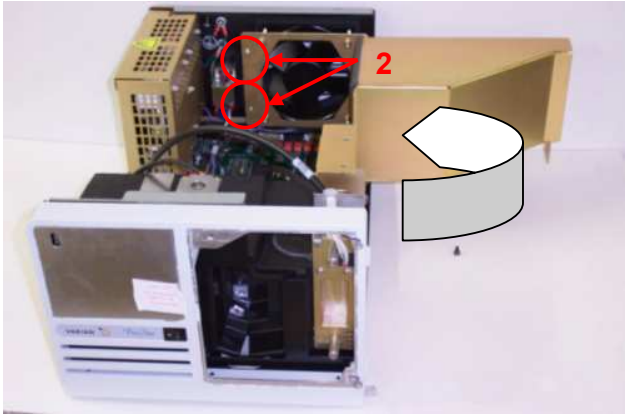

Figure 2: Removing the Fan Baffle
4. Locate and remove the two screws at the rear of the detector (**2**) used to secure the fan baffle. Then, swing the baffle to the right as shown (*Figure 2*).